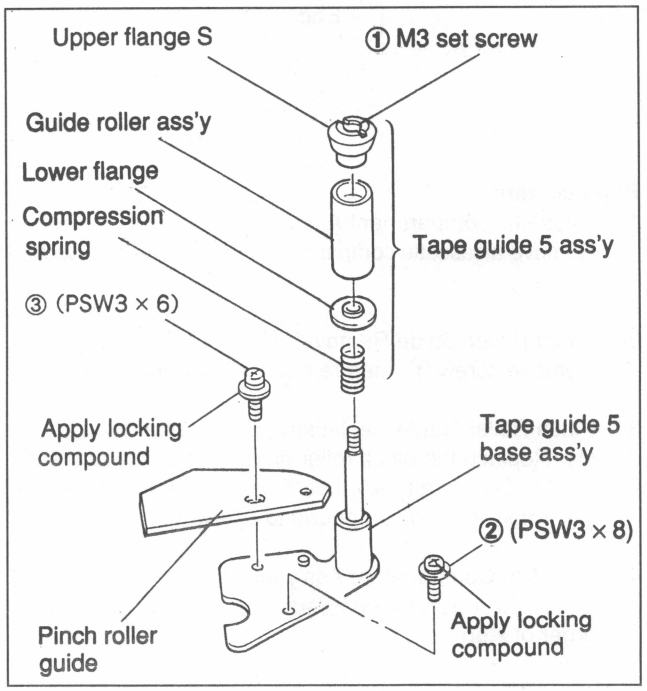

Fig.7-17-4 Tape Guide 5 Base Ass'y Replacement
(1) Remove screw ② fixing a tape guide 5 base ass'y, then remove the tape guide 5 block ass'y.
(2) Remove screw ③, then remove a pinch roller guide from the tape guide 5 base ass'y. (Fig. 7-17-4)
3. Tape Guide 5 Ass'y Removal (Fig. 7-17-4)